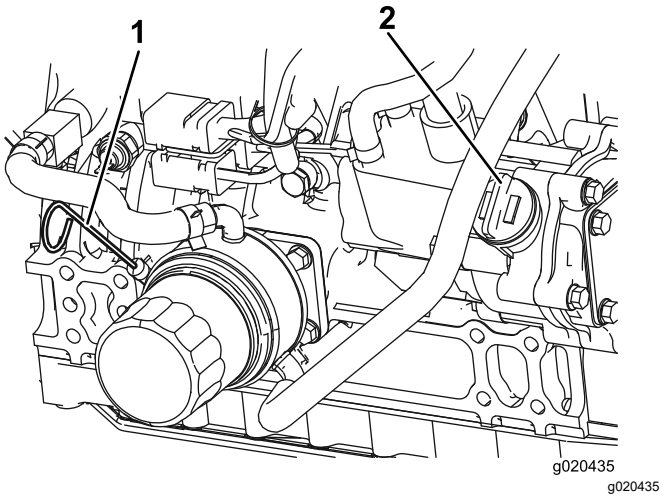

Figuur 88
Het oliepeil moet zich in de veilige zone bevinden (Figuur 88).
4. Als het oliepeil zich onder de veilige zone bevindt, verwijdert u de vuldop (Figuur 88)